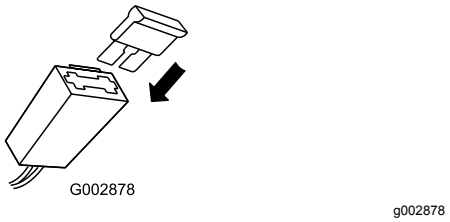

Figur 41
2. Sæt en ny sikring i sikringsholderen (Figur 41).